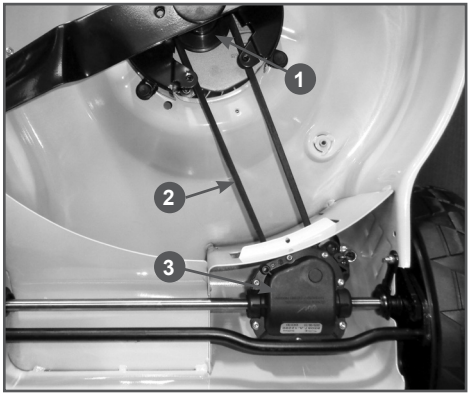

Рис. 29 Проверка состояния ремня привода
3. Попросите помощника нажать рычаг остановки двигателя. Медленно проворачивая коленчатый вал двигателя за нож, внимательно осмотрите ремень 2 привода хода на наличие трещин, разрывов, отслоения корда (Рис. 29). При обнаружении повреждений ремень необходимо заменить.
2. Снимите старый ремень 2 со шкивов 1 вала двигателя и редуктора 3 (Рис. 29).